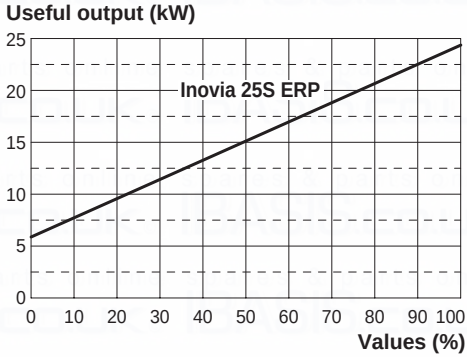
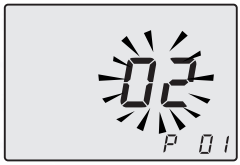
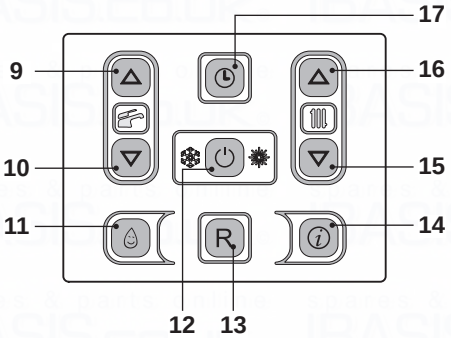

Fig. 7.44
Fig. 7.45
Fig. 7.46
Refer to Fig. 7.44 and determine the correct Value appertaining to the output required for the central heating requirement.
- Enter the ”programming mode” by pressing keys 12 - 15 - 16 (Fig. 7.46) for 10 seconds at the same time until the letters **P01** are displayed on the LCD display, indicating that ”parameter 01” (Fig. 7.45) has been activated.
- It is possible to modify parameter using keys 9 or 10 (Fig. 7.46) (Refer to Fig. 7.44 and determine the correct Value appertaining to the output required for the central heating requirement.).
- By pressing key 12 (Fig. 7.46) confirmation of the inserted value is obtained.
- Press keys 15 or 16 (Fig. 7.46) to exit without changing the value.